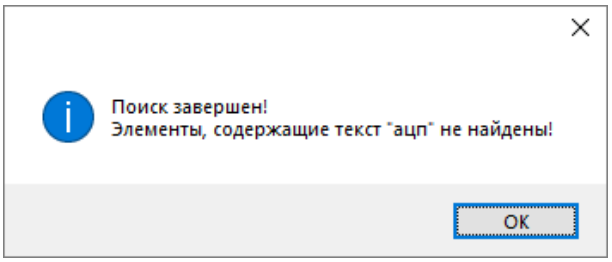

Рисунок 6-235 Уведомление о завершении поиска и отсутствии найденных параметров для опроса
– если в списке параметров для опроса нет параметров, наименование которых содержит введенное сочетание символов, то появится окно с соответствующим уведомлением (см. Рисунок 6-235) о завершении поиска и отсутствии найденных элементов.